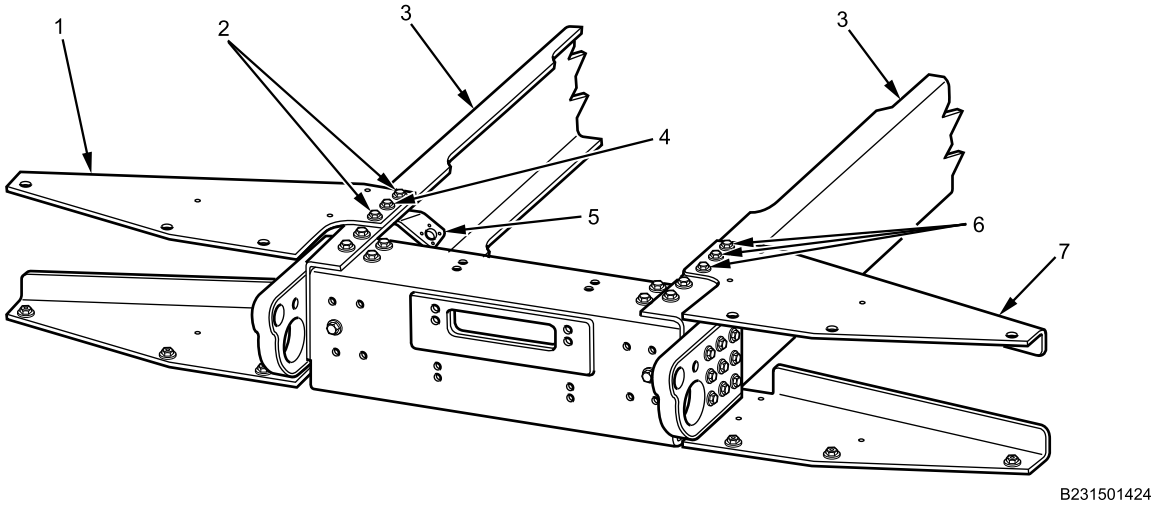

Figure 9. Upper Bumper Braces.
1. Install right upper bumper brace (Figure 9, Item 1) on frame rail (Figure 9, Item 3) with two bolts (Figure 9, Item 2) and nuts. Do not tighten nuts and bolts.
2. Install winch remote control support (Figure 9, Item 5) on frame rail (Figure 9, Item 3) with bolt (Figure 9, Item 4) and nut. Do not tighten nut and bolt.
3. Install left upper bumper brace (Figure 9, Item 7) on frame rail (Figure 9, Item 3) with three bolts (Figure 9, Item 6) and nuts. Do not tighten nuts and bolts.
11. Tighten six bolts (Figure 9, Item 2, 4, and 6) and nuts securely.